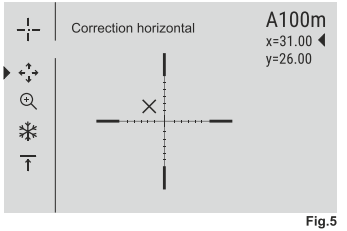

Fig.5
- Si le point d'impact ne correspond pas au point de visée (centre du réticule du viseur), maintenez enfoncé le bouton **M (4)** pour ouvrir le menu principal.
- Une croix auxiliaire apparaît au centre de l'affichage, et les coordonnées de la croix auxiliaire X et Y apparaissent en haut et à droite **(voir Fig. 5)**.